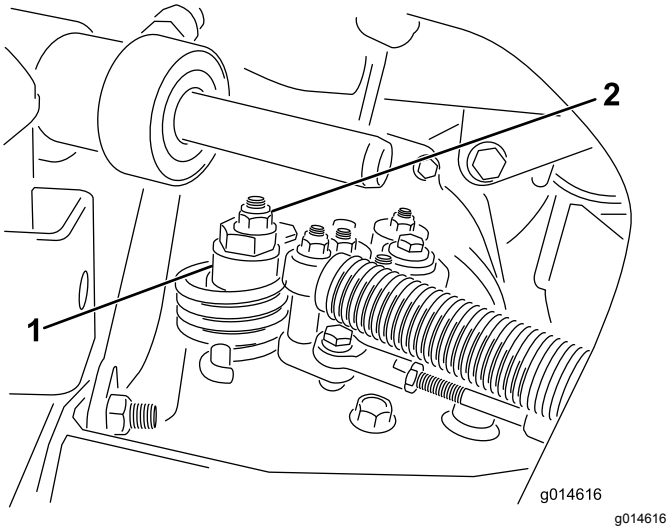

Figur 38
A. Løsn møtrikken, der fastgør den excentriske bolt til den øverste del af hydrostaten (Figur 38).
C. Drej den excentriske bolt, indtil der ikke forekommer krybning i nogen retning. Når hjulet holder op med at dreje, skal den møtrik, der låser den excentriske bolt og justeringen, tilspændes (Figur 38). Kontroller indstillingen med gashåndtaget i positionen LANGSOM og HURTIG.